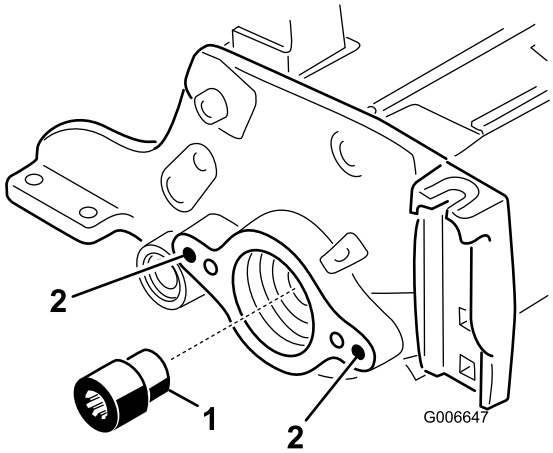

Figura 22
19. Utilizando o utensílio do veio de transmissão do cilindro, retire o adaptador ranhurado da extremidade do motor do eixo do cilindro (Figura 22). Utilize o utensílio do veio de transmissão do cilindro, peça n.º TOR4074. Limpe toda a massa lubrificante do orifício roscado, onde estava o adaptador ranhurado.
20. Instale o novo adaptador ranhurado (mais longo) no eixo do cilindro (Figura 22). Antes da instalação, aplique Loctite azul nas roscas do adaptador. Aperte com 115–129 N·m.